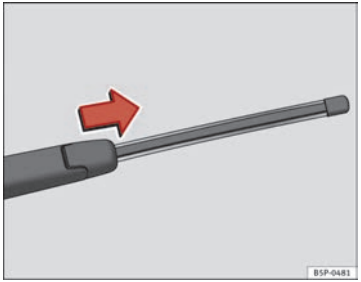

Fig. 142 Removing the rear window wiper blade
– Lift the wiper arm away from the glass ⇒ Fig. 142.
– Slide the blade adapter in the direction of the arrow and remove the blade ⇒ Fig. 142.